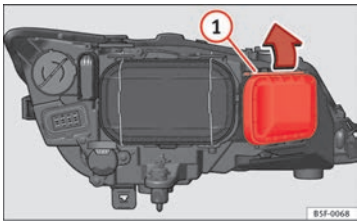

Fig. 142 Lâmpada das luzes indicadoras de mudança de direcção
– Desloque o tirante ⇒ Fig. 142 (1) no sentido da seta e puxe a tampa.